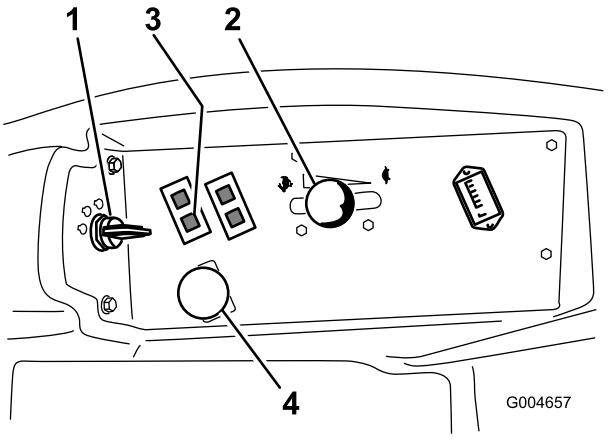

Figur 15
4. Sæt kontakten til kraftudtaget i den udkoblede position (Figur 15).
5. Flyt gashåndtaget, så det står midtvejs mellem Hurtig og Langsom position (Figur 15).